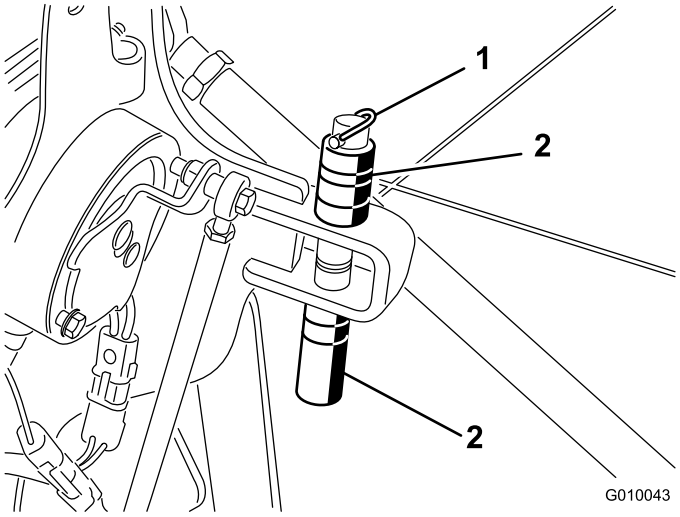

Figure 28
1. Retirez la goupille à anneau qui maintient les entretoises et les goupilles de profondeur (Figure 28).